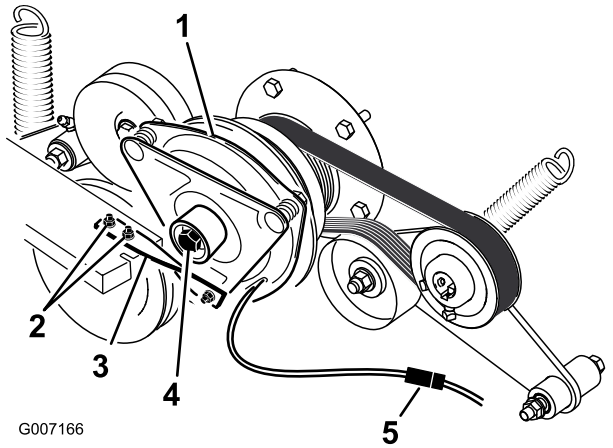

Figur 62
5. Tag koblingsstikket ud (Figur 62).
6. Fjern de to bolte, der fastholder gummikoblingsarmen til plæneklipperrammen (Figur 62).
7. Fjern den midterste bolt, der fastholder koblingen til motorens aksel, og fjern koblingen og nøglen (Figur 62).
14. Mens krumtapakslen holdes på maskinens bagende, monteres midterbolten og spændes til et moment på 68 Nm (Figur 62).
15. Monter gummikoblingsarmen på plæneklipperstellet med de to bolte og møtrikker, du fjernede tidligere (Figur 62).
17. Sæt koblingsstikket i (Figur 62).